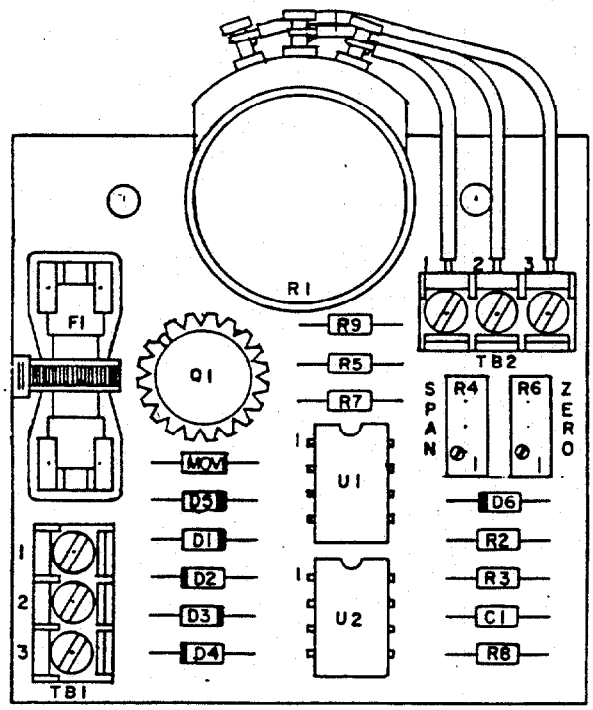

Figure 1
4.1 CONNECTION TO FLOWMETER - The transmitter circuitry which is integral to the flowmeter includes terminals for user connections. For flowmeter with explosion proof enclosure for transmitter, refer to Technical Manual FM-15432. The circuit component placement drawing Fig. 1, below locates the terminals.
5.2 SCALE ADJUSTMENTS - Refer to Fig. 1 for adjustment locations.